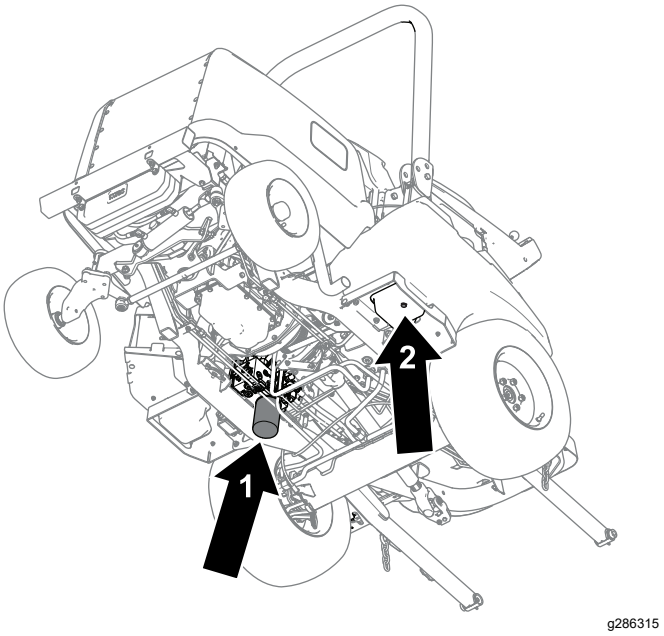

**Figura 81**
4. Rimuovete il tappo di spurgo (Figura 81) dalla base del serbatoio e lasciate fuoriuscire il fluido idraulico nella bacinella.
6. Collocate una bacinella di spurgo sotto il filtro (Figura 81), togliete il filtro e lasciate defluire l'olio rimanente nella bacinella.